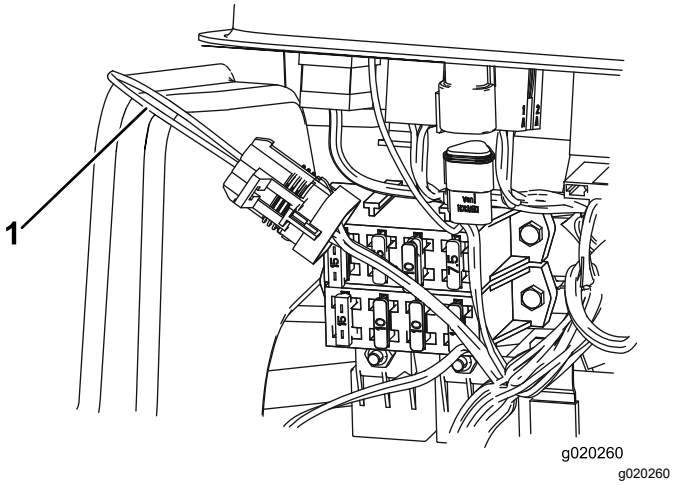

**Figur 37**
3. Finn ledningsfastspenneren og tilbakekoblingskonnektoren (Figur 37).